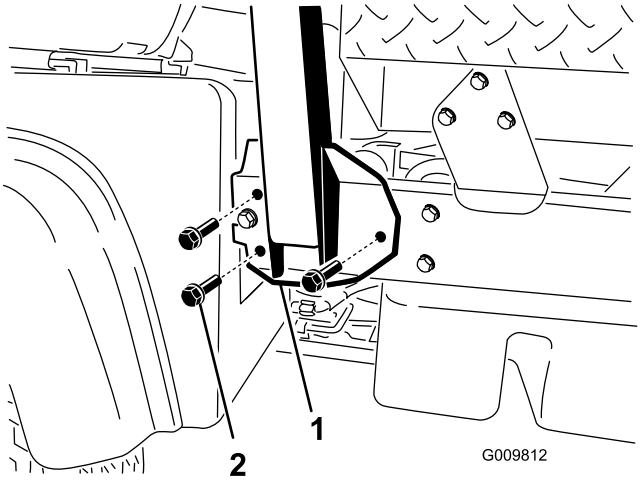

Figura 4
1. Alinhe cada lado do ROPS com os orifícios de montagem do guarda-lamas com os orifícios que se encontram em cada um dos lados do chassis como se mostra em Figura 4.